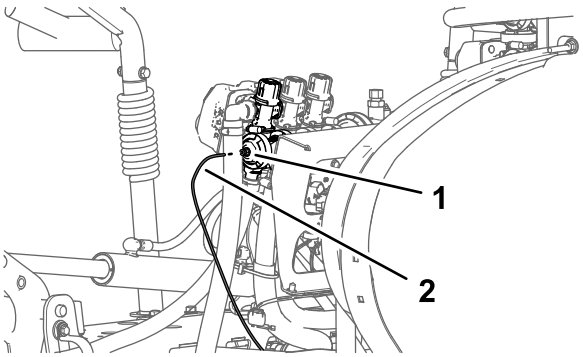

Figur 29
1. Tryk kraven til rørkoblingen ind i endedækslet på højre bomsektionsventil (Figur 29).
2. Træk tryksensorrøret til instrumentpanelets måler ud af rørkoblingen (Figur 29).